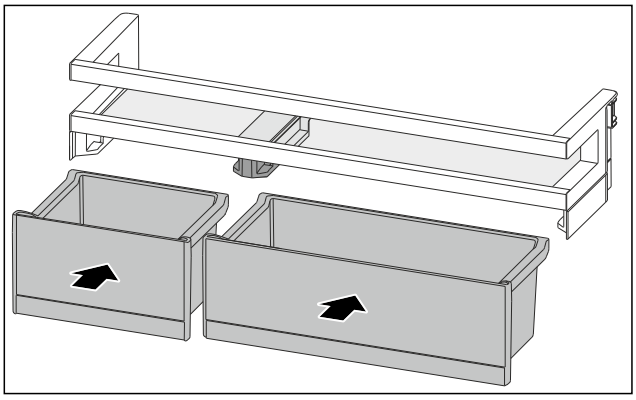

Fig. 196
▶ Insert the VarioBoxes in reverse order. (see Fig. 196)